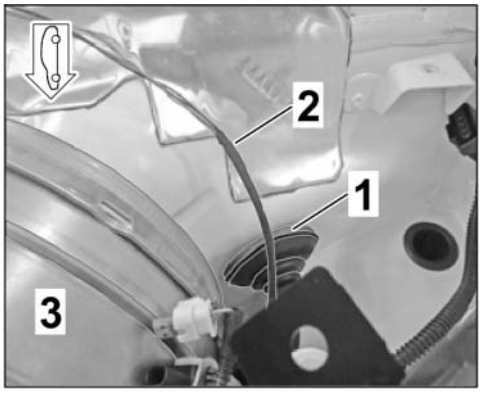

Figure 12
2.3.3 Remove grommet on bulkhead (LHD vehicle: left side ⇒ *Figure 12*